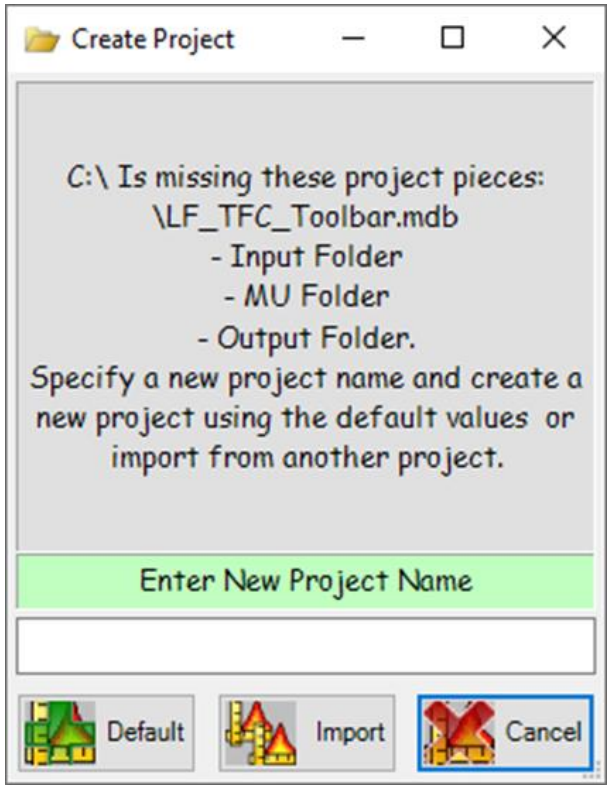

Figure 6-4. *Specify a project name.*
- Once the project folder has been created, the **Create Project** dialog box will open (Figure 6-4).
- Use the **Create Project** dialog box to specify a name in the Enter New Project Name box (Figure 6-4).